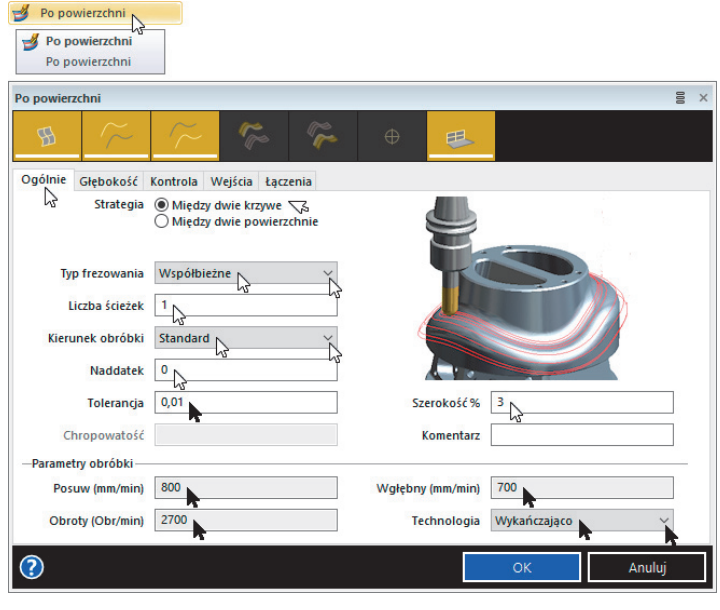

Rysunek 9.22. Widok karty Ogólnie cyklu Po powierzchni
3. Wybierz cykl *Po powierzchni* z panelu *Pozostałe cykle frezarskie* z menu *Cykle frezarskie* (rysunek 6.1B). Cykl *Po powierzchni* składa się z pięciu kart: *Ogólnie*, *Głębokość*, *Kontrola*, *Wejścia* i *Łączenia* (rysunek 9.22).
1. Na karcie *Ogólnie* definiujesz globalne ustawienia cyklu (rysunek 9.22).